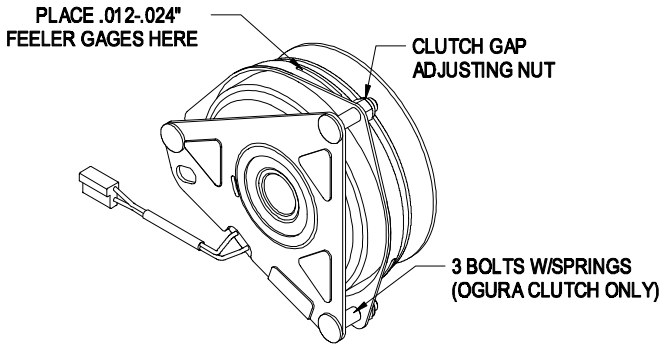

FIGURE 13
Determine the brand of clutch installed on your unit. Ogura clutches can be identified by 3 bolts with springs. See figure 13. Warner clutches do not have these bolts.
c) Place .012-.024 inch feeler gages through each of the three clutch gap holes. If gap exceeds this range, tighten the three adjusting nuts until the proper gap is obtained (See Fig.13). The three clutch gap holes are located at the “nut side of the adjusting bolts. The adjusting bolts can be identified by the springs surrounding each bolt.
c) Begin with either the left or right motion control lever. Move lever to the neutral position and pull lever back until the clevis pin (on arm below pivot shaft) contacts the end of the slot (just beginning to put pressure on spring), See Fig 13.